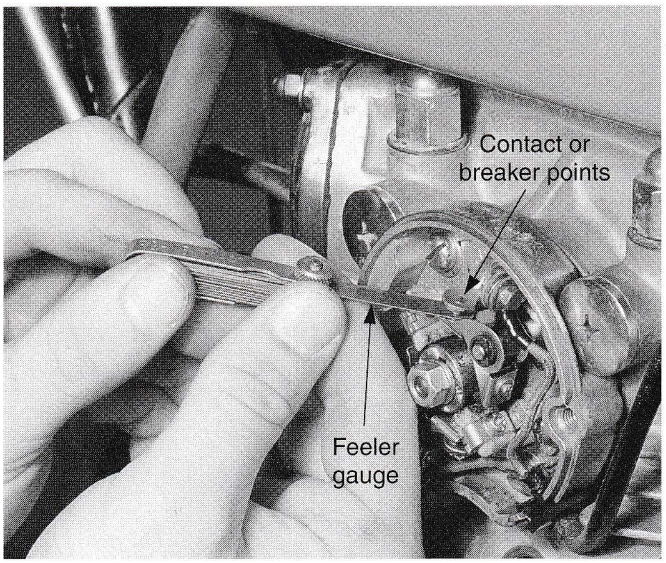

Figure 22-19. A feeler gauge can be used to measure and verify contact point gap with reasonable accuracy.
- Using a feeler gauge (static), **Figure 22-19.**